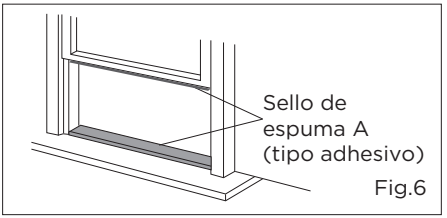

Fig.6
1.Cortar los sellos de espuma (tipo adhesivo) a las longitudes adecuadas e instalarlos en la ventana y en el caballete (Fig.6).